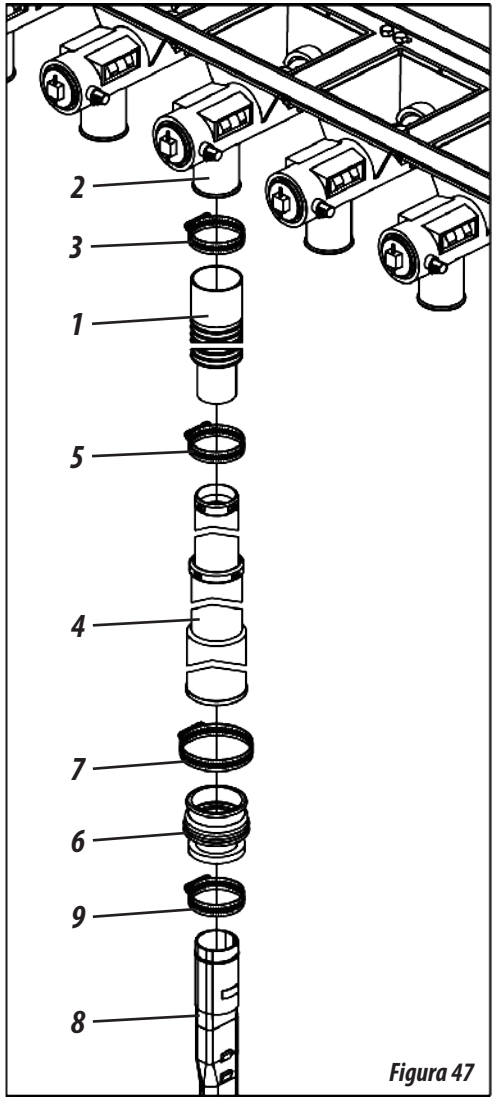

Figura 47
Para conducir el fertilizante del distribuidor hasta el suelo, conecte la manguera (1) en las salidas del conductor independiente (2) a través de las presillas (3). A continuación, acople el conductor telescópico (4) en la manguera (1) fijándolo a través de la presilla (5). Luego acople la conexión de goma (6) en el conductor telescópico (4) fijándola a través de la presilla (7). Para finalizar, conecte la boquilla (8) en la conexión de goma (6), fijándola a través de la presilla (9), **como se muestra en la figura 47.**